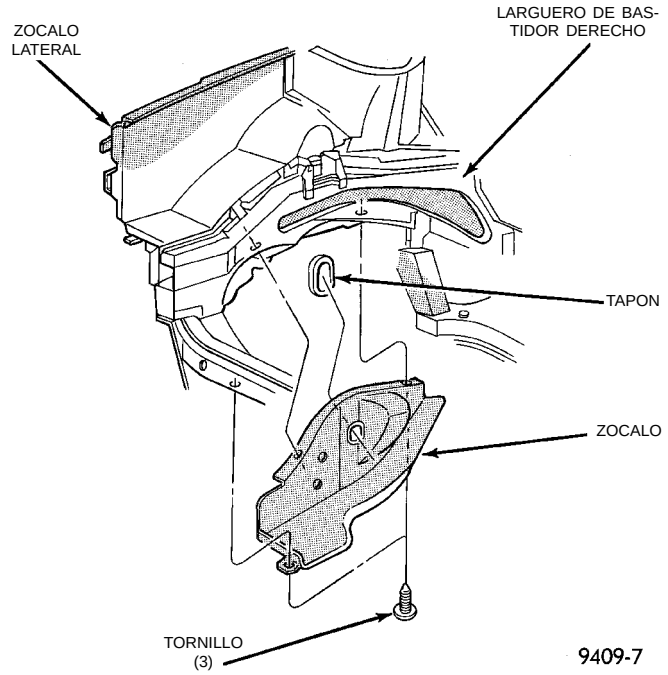

Fig. 38 Zócalo interno derecho
(1) Retire las correas de transmisión de accesorios. Para informarse sobre el procedimiento descrito en esa sección, consulte el Grupo 7, Sistema de refrigeración.
(2) Eleve el vehículo sobre un elevador y retire el zócalo interno derecho (Fig. 38).